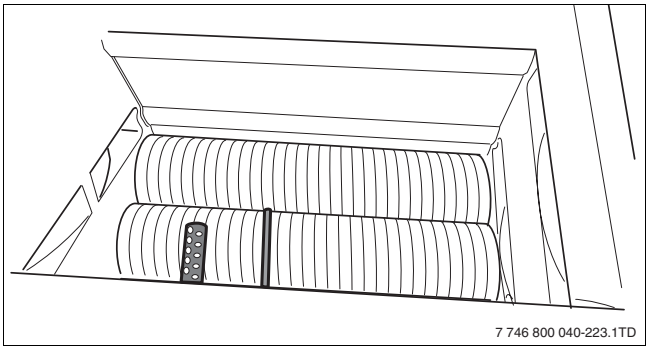
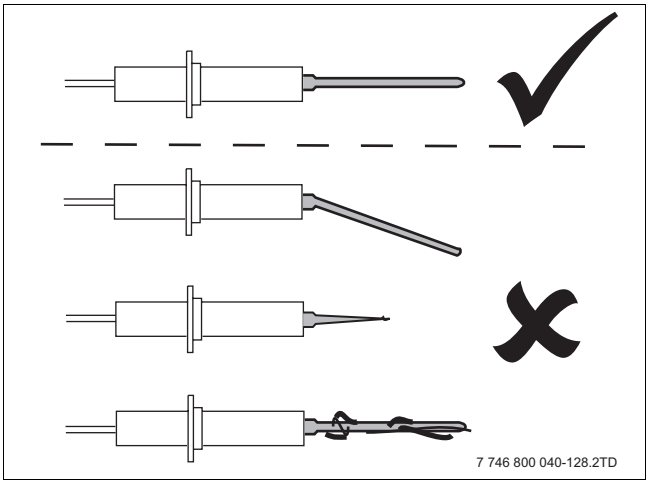
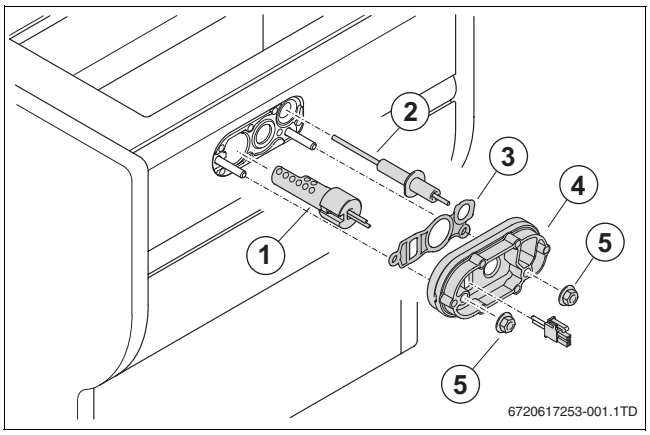

Rys. 88 Sprawdzenie elektrody żarowej i elektrody jonizacyjnej
Rys. 89 Sprawdzenie elektrody jonizacyjnej
Rys. 90 Wymiana urządzenia zapłonowego
- ▸ Poszczególne części układu zapłonowego (→ rysunek 90) sprawdzić pod kątem zużycia, uszkodzeń i zanieczyszczeń (→ rysunek 88 i rysunek 89).